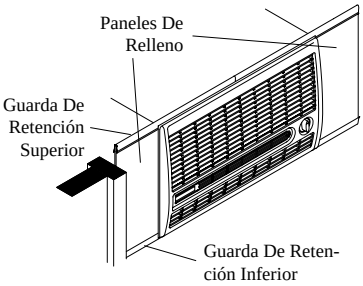

Fig. 3
- **Instale las guardas de retención.** Coloque dos guardas de retención en la parte inferior de la pestaña del cuello y ajústelas al ancho de la ventana. Corte las guardas si es necessario. Éstas sujetan a los paneles de relleno (fig. 3).